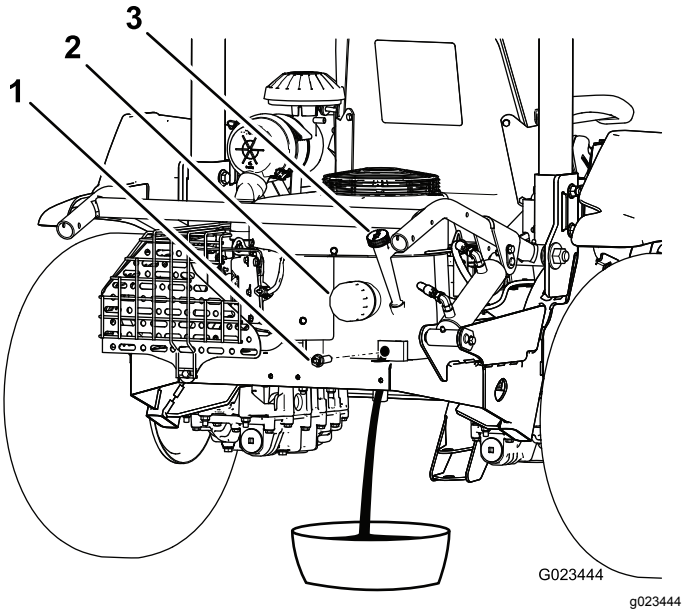

**Figur 39**
3. Fjern aftapningsproppen (Figur 39), og lad olien løbe ned i en passende beholder. Monter aftapningsproppen igen, når olien holder op med at løbe.